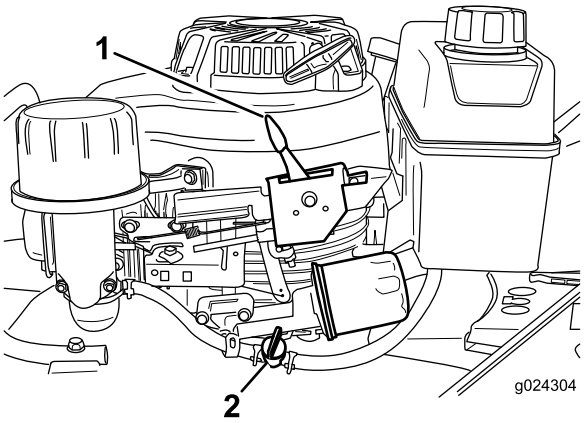

Figur 14
2. Öppna bränslekranen (Figur 14).
3. För gasreglagespaken (Figur 14) till chokeläget.
Släpp knivstyrstången och för gasreglagespaken (Figur 14) till stoppläget.
Obs: Stäng bränslekranen (Figur 14) om du inte ska starta motorn snart igen,